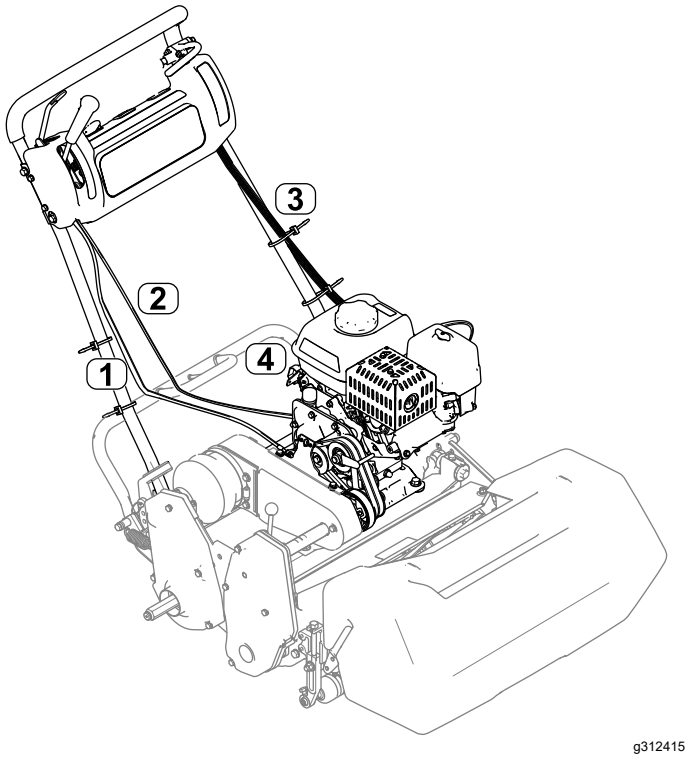

Figure 8
7. Install the throttle cable to the machine, refer to the machine *Service Manual* (Figure 8).
Note: Observe the throttle-cable routing as shown in Figure 8. Route the cable to the left side of the engine and between the air-cleaner cover and fuel tank.
11. Connect the wire harness to the interlock module and route the harness up the left side of the handle (Figure 8).